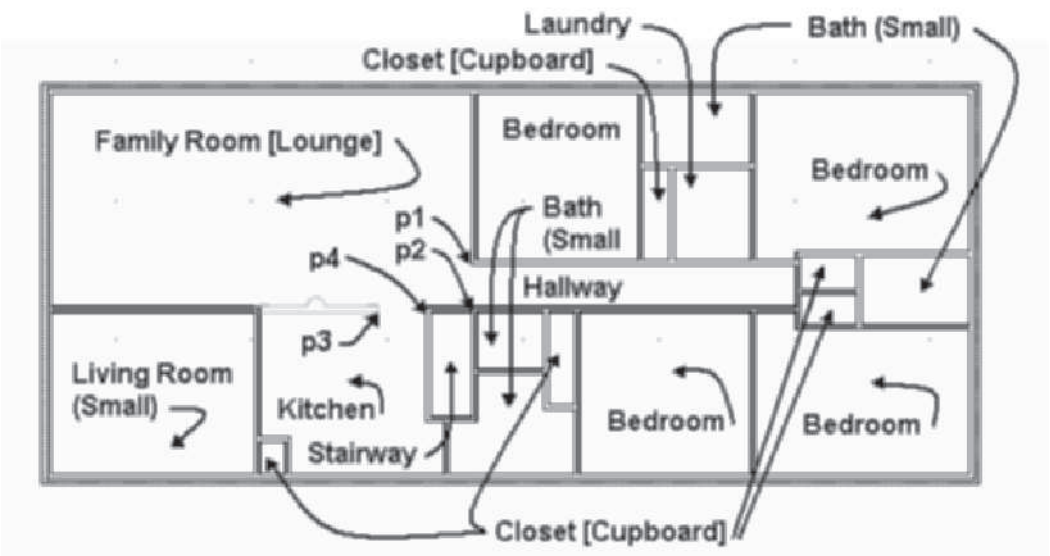

FIGURE 4.75 *Space locations for project*
6. Create 2D associative spaces as shown in Figure. 4.75. Apply the Room Tag w/Dimensions to each space.